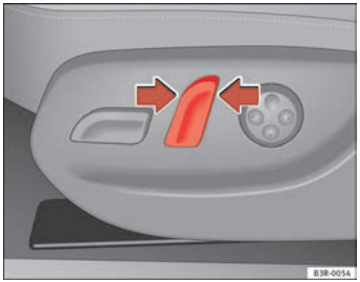

Fig. 108 Front seat: Backrest adjuster switch
– Press the button in the appropriate direction of the arrow ⇒ fig. 108 to adjust the backrest ⇒ ⚠.